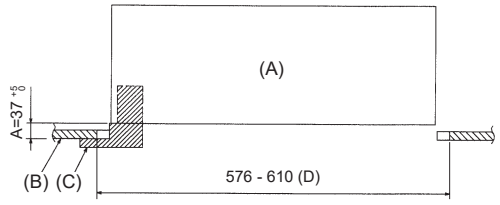

Abb. 10-2
10.2. Vorbereitung zum Anbringen des Gitters (Abb. 10-2)